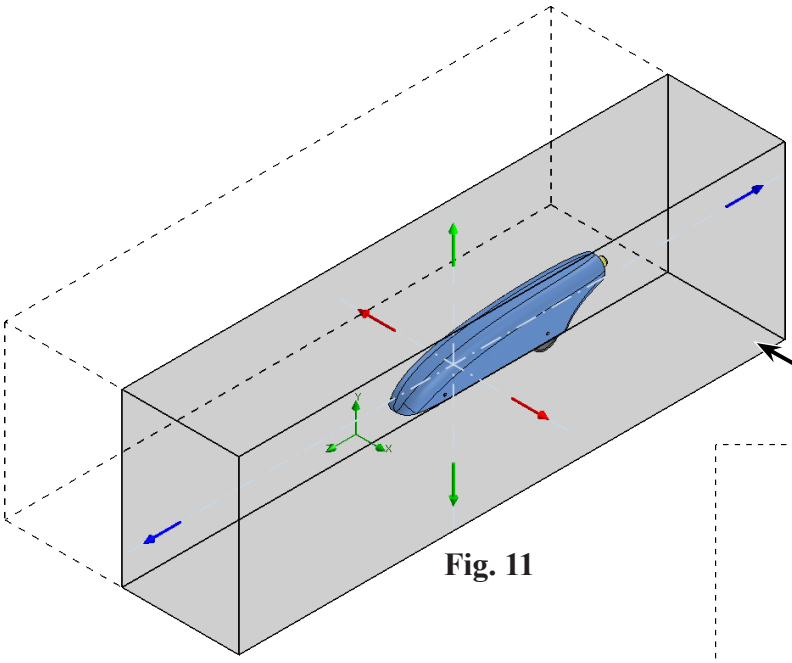

Fig. 11
Step 5. Click **Front** on the Views toolbar (**Ctrl-1**). Use **Z** key to zoom out to view domain, **Fig. 11**.